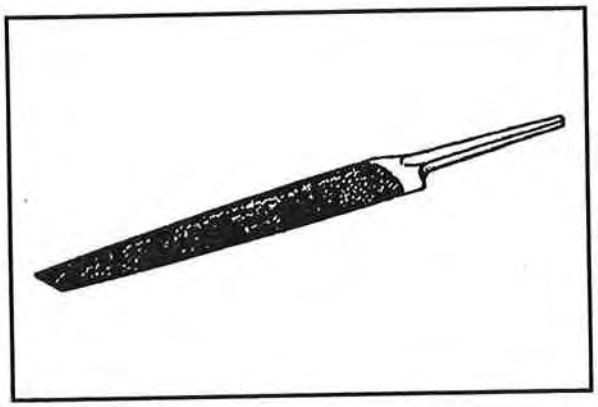

Figure 3-54. Half-round file
- Half-round files – shaped so that they can be used in places where other types of files would be ineffective (Figure 3-54). They cut on both flat and round sides and can be either single-cut or double-cut.